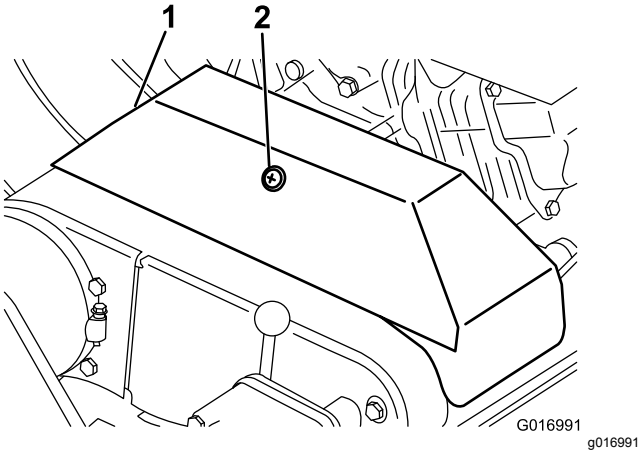

Figur 46
2. Løsne på holderen som fester V-remdekslet, og vri til dekslet åpner seg (Figur 46).